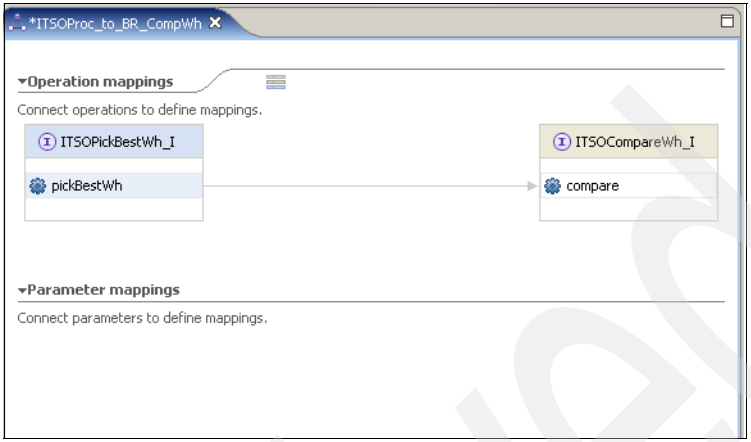

Figure 10-68 Interface map
4. Drag **pickBestWh** to **compare** to create a connection as shown in Figure 10-68.